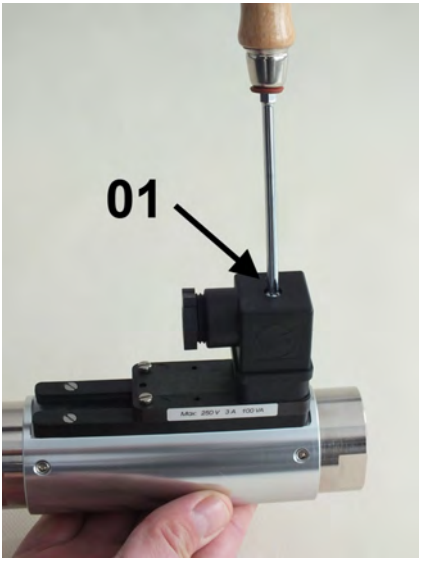

Abb. 54: Steckerdose lösen
1. Mit einem Schlitzschraubendreher die Befestigungsschraube (Abb. 54/01) der Steckerdose lösen